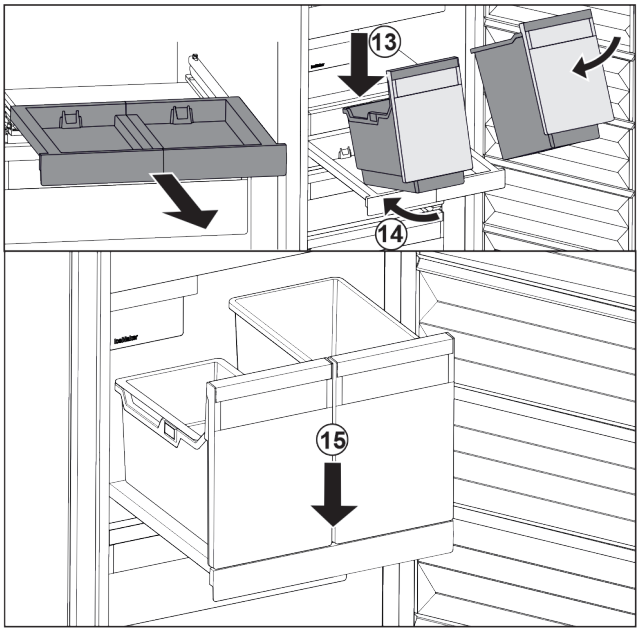

Fig. 24
▶ Наклоняя вниз, установите контейнеры на выдвижную панель. *Fig. 24 (13)*
▶ Вставьте контейнеры, наклоняя вниз, назад. *Fig. 24 (14)*
▶ Снимите контейнеры спереди. *Fig. 24 (15)*